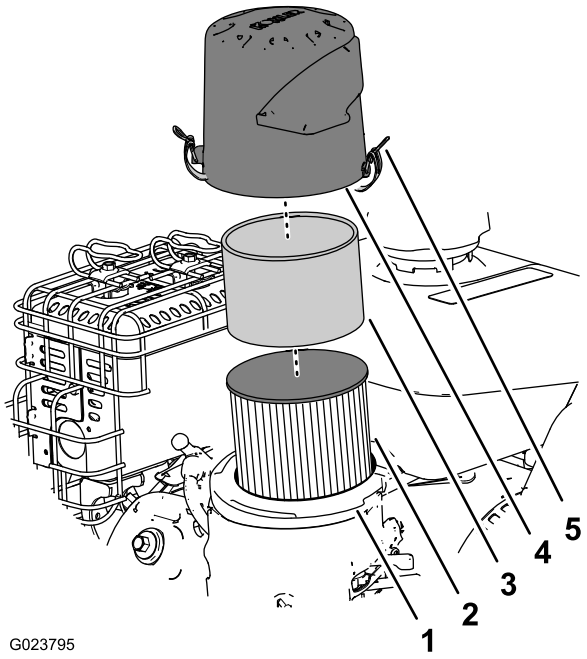

Rysunek 22
2. Usuń pokrywę i oczyść ją dokładnie (Rysunek 22).
3. Zdejmij piankowy filtr wstępny, umyj go w wodzie z dodatkiem łagodnego detergentu i dokładnie wysusz (Rysunek 22).
4. Zdejmij i sprawdź filtr papierowy (Rysunek 22); wyrzuć go, jeżeli jest mocno zabrudzony.
6. Zamontuj piankowy filtr wstępny w filtrze papierowym powietrza (Rysunek 22).
7. Zamontuj zespół filtra na podstawie filtra powietrza (Rysunek 22).